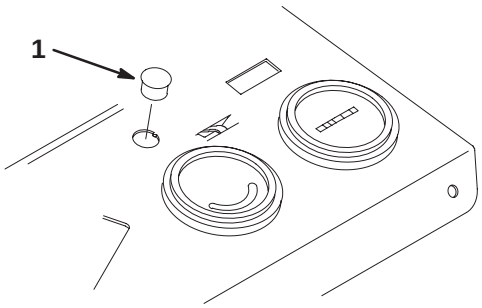

Figure 3
1. Remove the plastic plug from the control panel (Fig. 3).